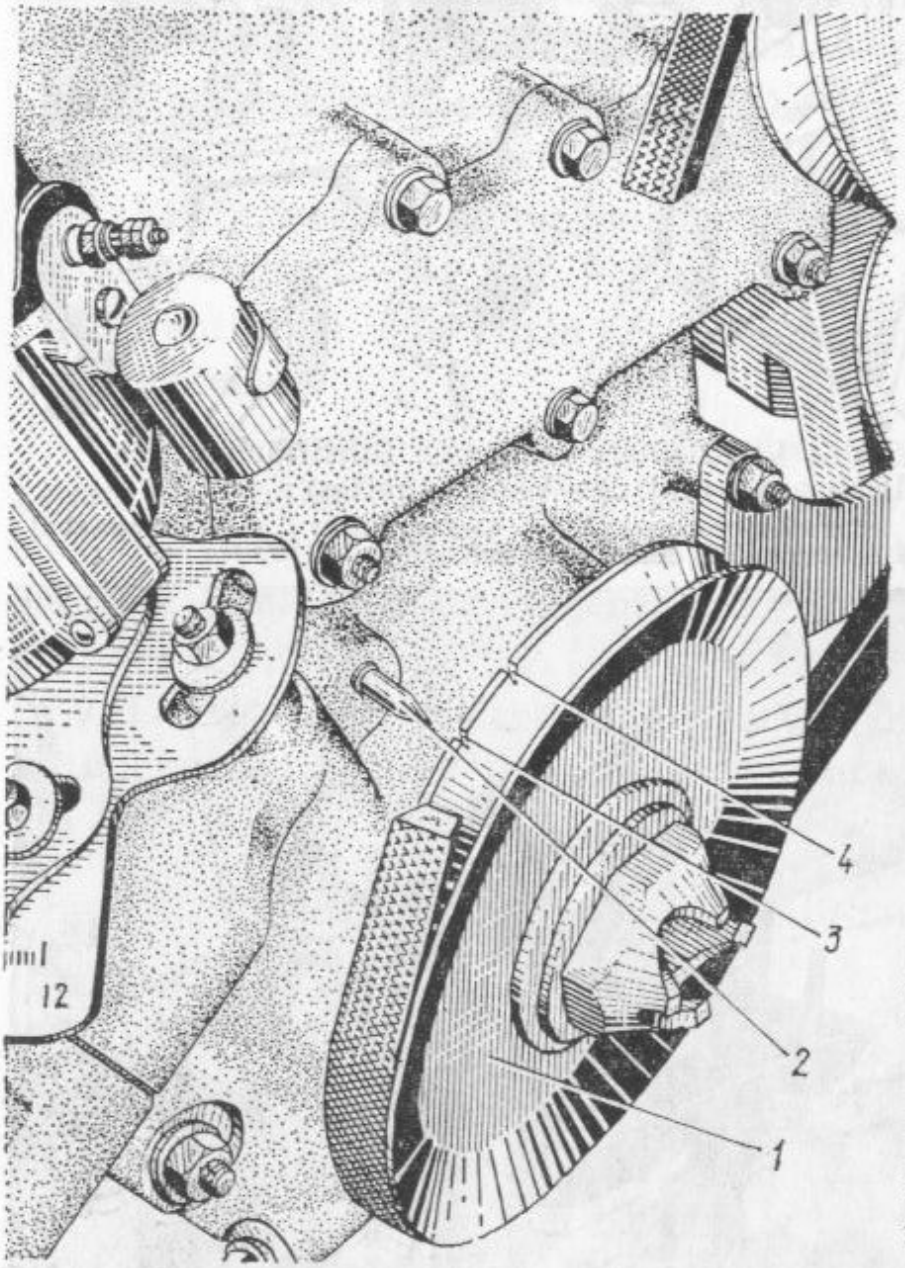

Bild 61. Einstellmarken auf der Riemenscheibe der Kurbelwelle:
2. Kolben des ersten Zylinders (am Kühler) in oberen Totpunkt (oT) des Verdichtungshubs einstellen (beide Ventile geschlossen), indem die Kurbelwelle des Motors mit der Andrehkurbel derart durchgedreht wird, daß Marke *3* (Bild 61) — die zweite in Drehsinn der Kurbelwelle — die als keilförmige Marke auf Riemenscheibe *1* aufgetragen ist, mit der Spitze des Einstellstifts *2* zusammenfällt, der am unteren Deckel des Gehäuses der Steuerräderkette befestigt ist.